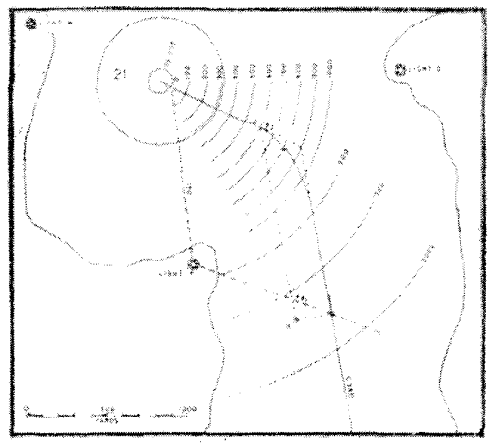

Figure 12 - Anchoring in an assigned berth
3. From the center of the berth, lay off range circles of varying radii, including the radius of the letting go circle. In most cases you must draw in only the arcs of the range circle adjacent to the approach track. In practice, it is customary to draw arcs every 100 yards out to 1000 yards and then at 1200 yards, 1500 yards, and 2000 yards. Label the letting go circle 0 yards; measure the range circles from the letting go circle, and label 100 yards, 200 yards, etc. as the case may be. (See figure 12.)
Exercise. Assume your ship has been assigned Berth 21 for anchoring. (See figure 12.) The initial approach into the harbor is on a course of 350° T. The approach track to the berth is to be such that the Light M is dead ahead. Distance from the hawse pipe to the alidade is 75 yards.